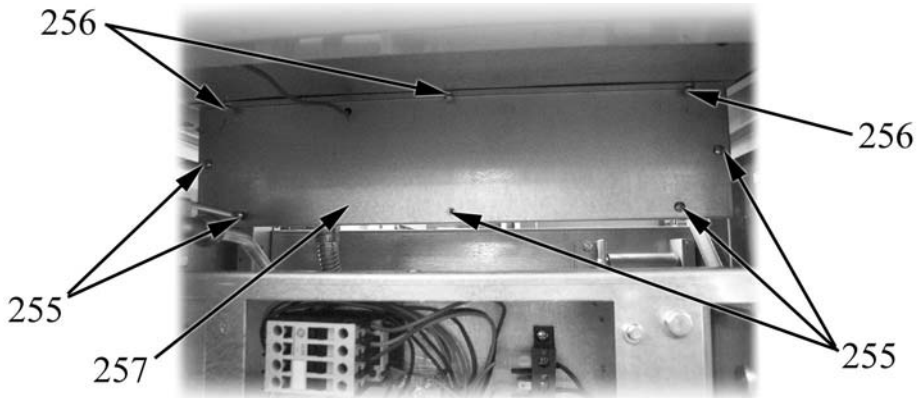

Fig. 26
- with the pan fully lowered, unscrew the screws shown as item 255 in Fig. 26;
- unscrew the bolts shown as item 256 in Fig. 26;
- remove the front protective plate (item 257 in Fig. 26);